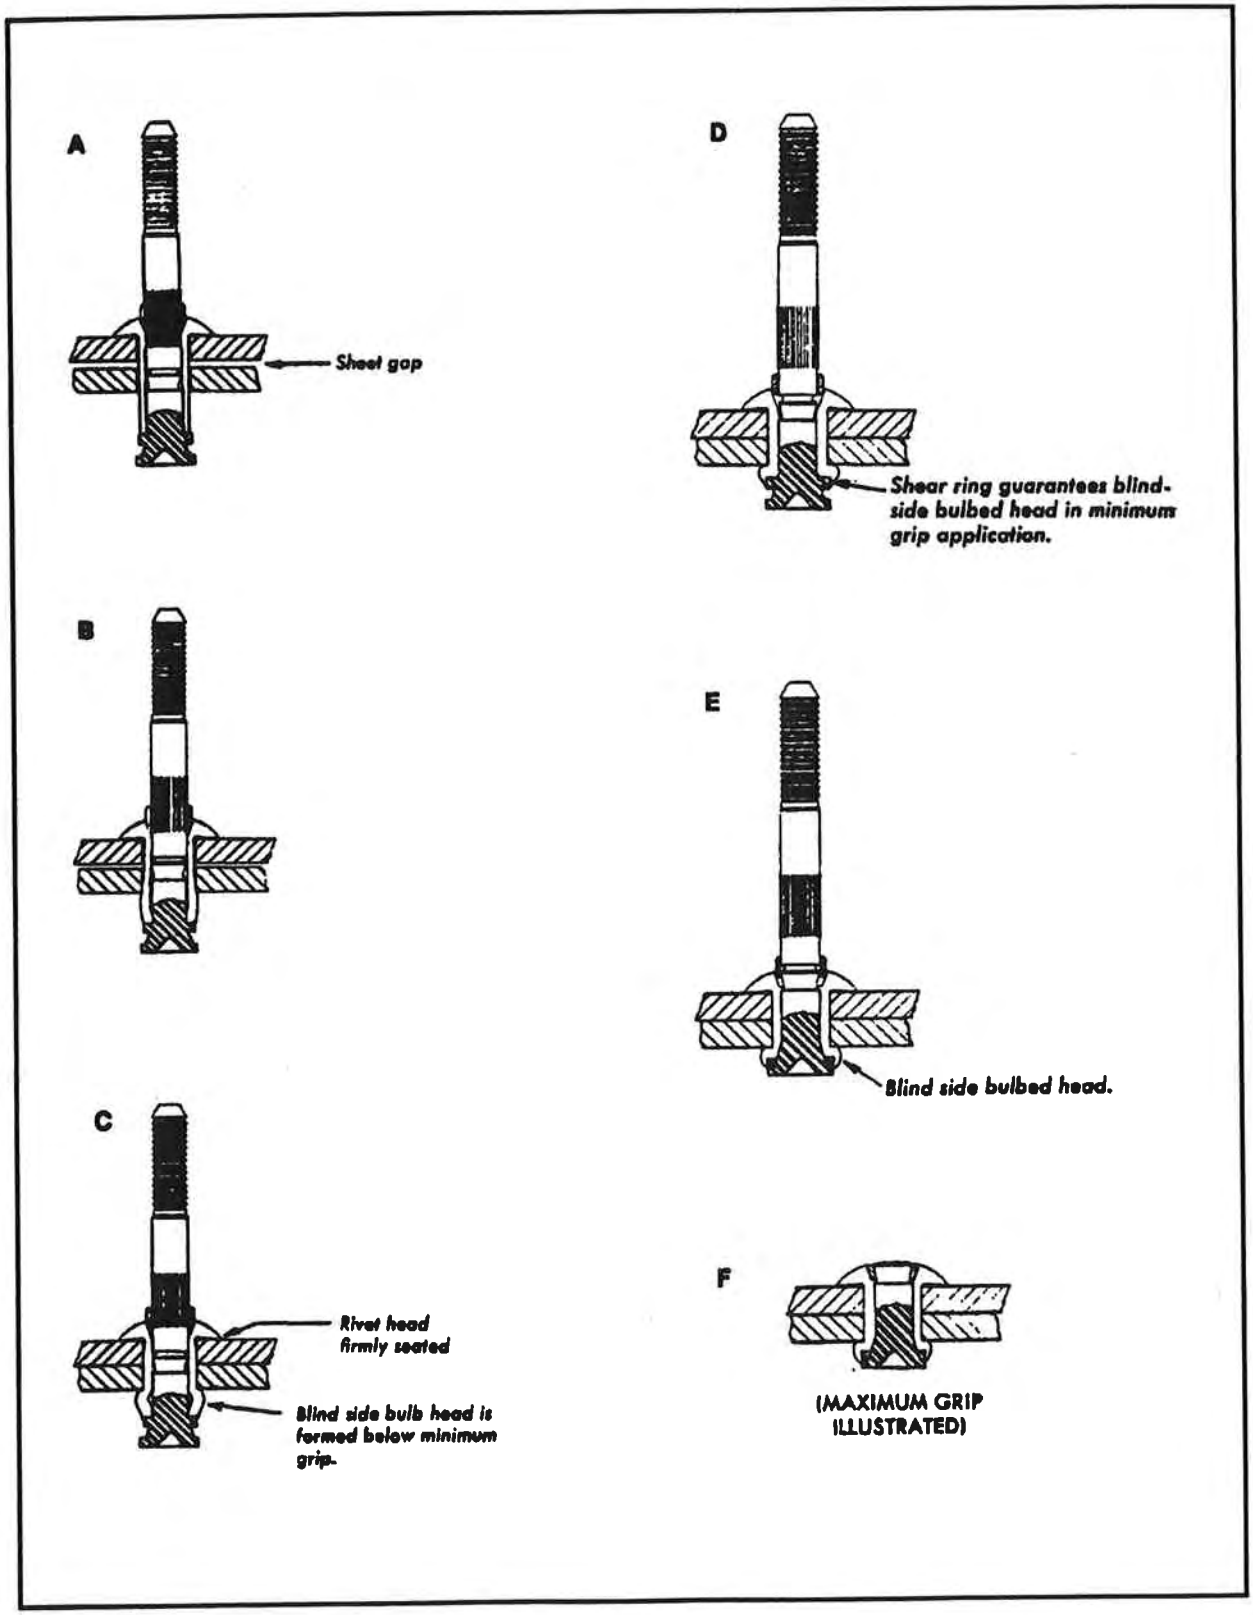

Figure 6-14. Bulbed Cherrylock rivet
Refer to Figure 6-14 for a description of how the bulbed Cherrylock rivet works. Before pulling begins, the rivet appears as shown (A). As the stem is pulled into the rivet sleeve, a bulbed blind head starts to form. Clamp-up and hole-fill action begins (B). Clamp-up is completed as the stem continues to bulb-out the blind head (C). When a blind head and hole fillings are completely formed, the shear ring then begins to shear from the step cone to allow the stem to pull further into the rivet (D). Shear ring will have moved down the stem cone until pulling of the head automatically stops the stem break notch flush with the top of the rivet head. Locking collar is not yet ready to be inserted (E). Pulling the head has inserted the locking collar, and the stem has fractured flush with the rivet head. The bulbed Cherrylock rivet is completely installed (F).